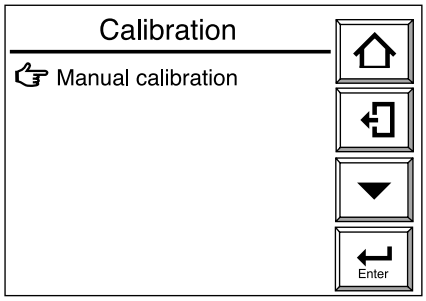

Figura 7.17 Display Calibrazione
(1) Premere il tasto Configurazione nel display base per visualizzare il display Esecuzione/Configurazione. Selezionare quindi Calibration nel display Esecuzione/ Configurazione. Viene visualizzato il display Calibration illustrato alla figura 7.17.